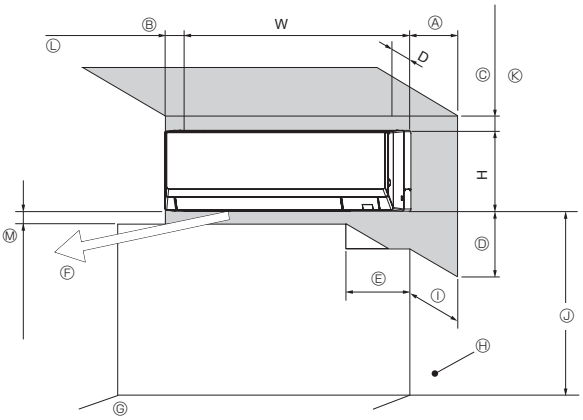

Fig. 2-1
2.1. Dimensions externes (Appareil intérieur) (Fig. 2-1, 2-2)